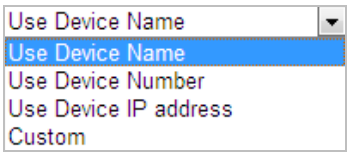

Figure 6-9 Parent Directory
- **Parent directory**: The files will be saved in a folder in FTP server. The name of folder can be defined as shown in Figure 6-9.